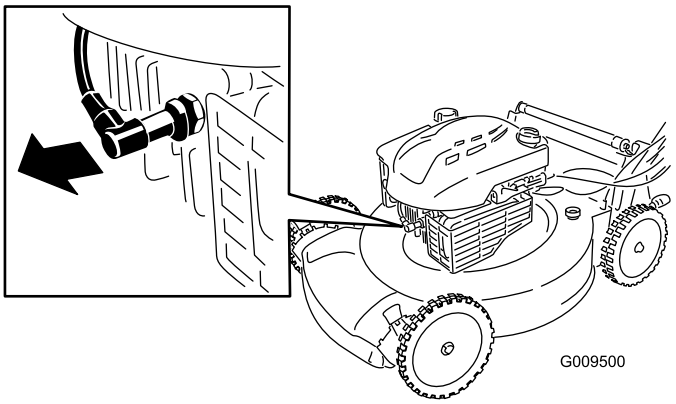

Figuur 16
2. Trek de bougiekabel los van de bougie (Figuur 16) voordat u onderhoudswerkzaamheden uitvoert.